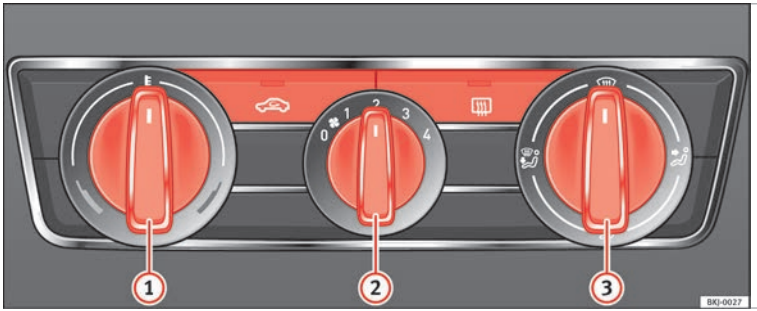

Fig. 145 Heating controls on the dash panel.
- Turn the temperature selector ››› Fig. 145 (1) anti-clockwise.
- Turn blower switch (2) to any of the head settings 1-4.
- Set the airflow to the desired direction using air distribution control (3).
- Turn the temperature selector ››› Fig. 145 (1) clockwise to select the required temperature.
- Turn the temperature selector ››› Fig. 145 (1) clockwise to reach the maximum temperature.
- Turn the blower switch (2) to setting 4.
- Turn the temperature selector ››› Fig. 145 (1) to the heating zone.
- Turn blower switch (2) to any of the head settings 2-3.